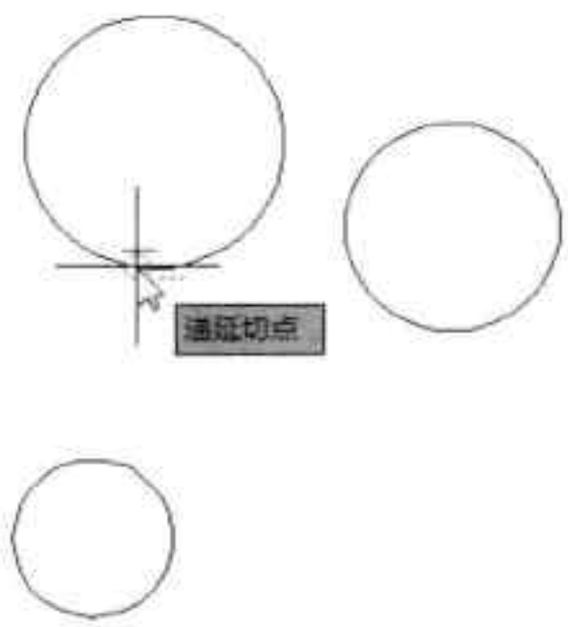

图5-34　捕捉第一个切点
- 相切、相切、相切：该模式是通过指定与已经存在的圆弧或圆相切的三个切点来绘制圆。先在第一个圆或圆弧上指定第一个切点，然后在第二个、第三个圆或圆弧上分别指定切点后即可完成创建，如图5-34、5-35、5-36所示。